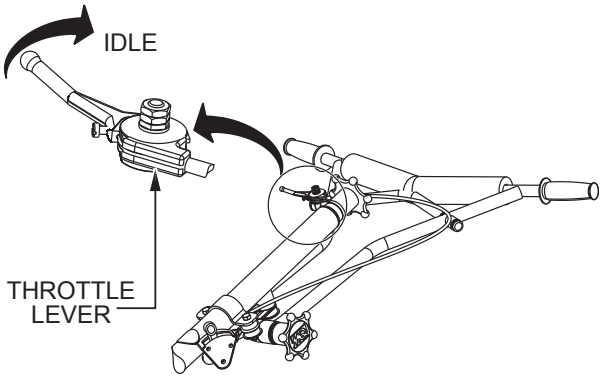

Figure 48. Handlebar Throttle Lever (IDLE)
1. Return the handlebar throttle lever to the **IDLE** position (Figure 48) and let the engine run for three minutes at low speed.